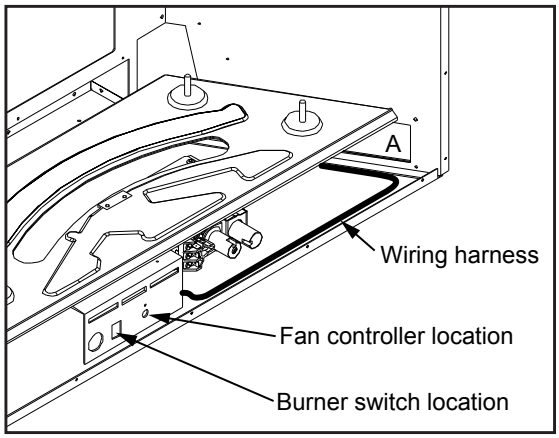
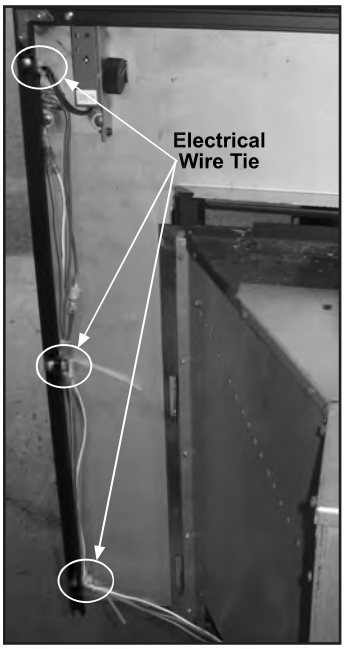
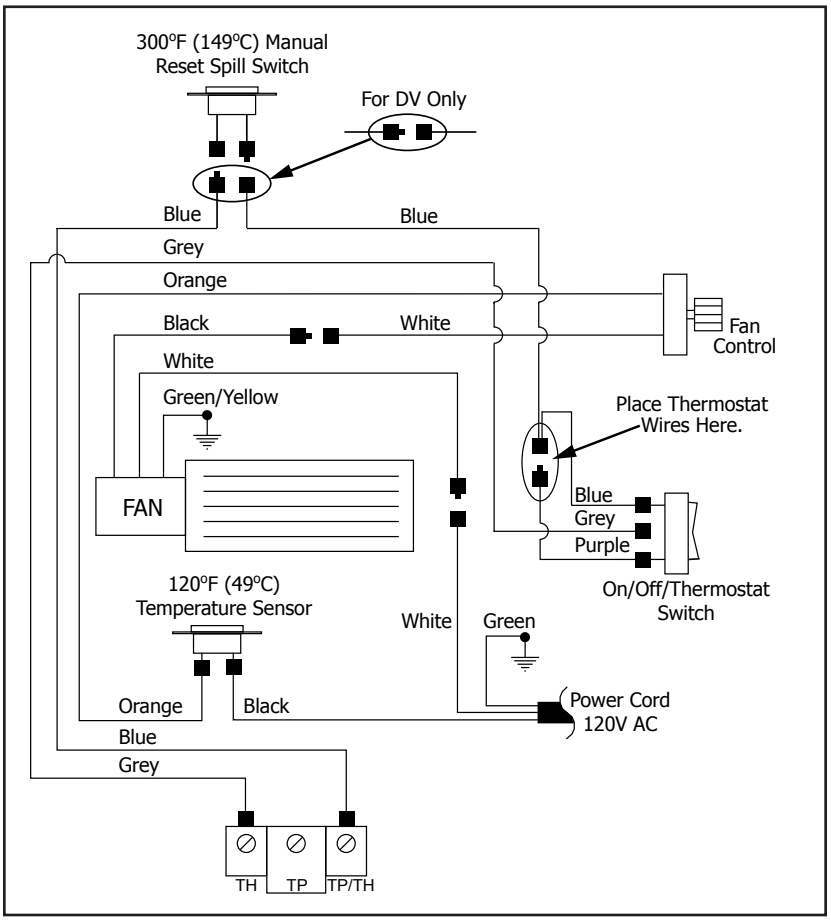

Figure 20: Component placement.
Figure 21: Wire ties holding wires against the trim.
Figure 25: Focus Wiring Diagram.
The wiring from the power cord to the fan and components should be checked, and corrected if necessary (refer to Figure 25). The fan controller and burner switch may be installed in one of three places. Keep the wires away from the bottom of the firebox or any other hot surfaces.
The fan controller and burner switch are to be installed into the Focus' control panel (see Figure 20). Remove the knob and screw from the fan controller and place the fan controller through the round hole in the control panel from the back. Tighten nut onto fan controller from the front of control panel and push on the knob. The burner switch is just pushed into place from the front of the control panel. Route the wiring harness as shown in Figure 20.
The standard surround panel comes with the Fan Controller pre-mounted in the surround panel, and the burner switch is pressed into a hole in the side top of the trim, therefore, the set that comes with the unit panel (if used) can be kept as spare parts. On the right side trim there may be three (3) holes with a Phillips screw and wire tie installed at each hole (refer to Figure 21). If not, wire ties and an extra screw are supplied with the unit. These screws will keep the trim tight against the surround. Route the wiring harness through the hole in the lower right side of the unit marked with an 'A' in Figure 20. Connect the wires from the unit to the ON/OFF/THERMOSTAT switch and the FAN CONTROLLER on the surround panel (see Figure 25). Wrap the three (3) Wire Ties around the wiring harness to ensure the wires stays close to the trim (see Figure 21).
The fan controller is to be installed into the Focus' control panel but the burner switch can be installed into the fascia (see Figure 20). To accomplish this, cut one wire tie so that the wires can be properly routed. Place the orange and white wires through through the hole in the side of the unit, marked with an "A" in Figure 20, then along behind the front edge of the fireplace bottom to the control panel. Use the wire ties provide to bundle and secure wire. Remove the knob and screw from the fan controller and place the fan controller through the round hole in the control panel from the back. Tighten nut onto fan controller from the front of control panel and push on the knob. The burner switch is pressed into a notch on the edge of the fascia.